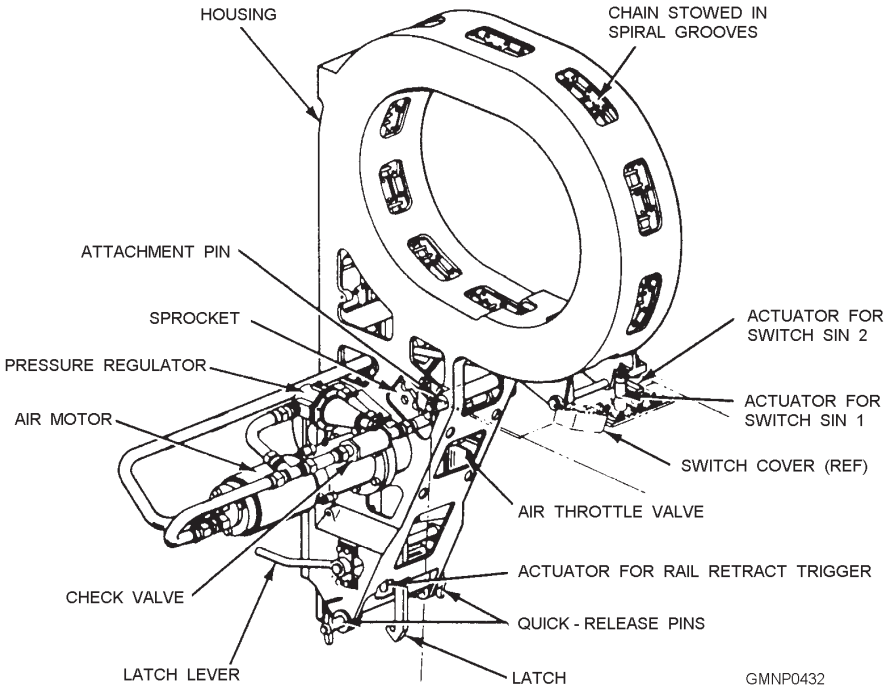

**Figure 8-6.—Chain-driven fixture.**
**CHAIN-DRIVE FIXTURE**.—The chain-drive (or strikedown) fixture is shown in figure 8-6. It is installed and locked to the front of the guide by two
After verifying that the aft-motion latch has fully extended, system personnel release the two chain latches. That is done by depressing a latch lever. See figure 8-6. The manual air-control valve handle is turned to RETRACT again. The chain is returned to its stowed position in the fixture. The manual air-control valve handle is placed in NEUTRAL to conclude air-drive operations.